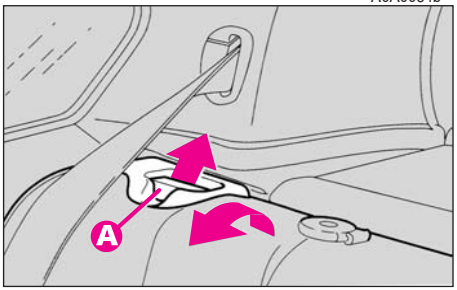
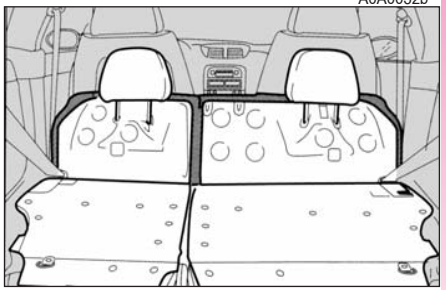

fig. 25
fig. 26
-în spatele scaunelor față, între acestea și spătarele rabatate ale scaunelor din spate, dacă portbagajul a fost extins total **(fig. 26)**.
-ridicați clapetele (**A-fig. 25**) care blochează spătarele și împingeți-le în față pentru a obține o singură suprafață de încărcare (**fig. 26**).
-ridicați spătarele, împingându-le în spate până când auziți ambele mecanisme de fixare făcând clic, asigurați-vă că banda roșie nu mai e vizibilă în partea de sus a clapetelor (**A-fig. 25**). De fapt, aceste benzi semnalează lipsa blocării spătarului;